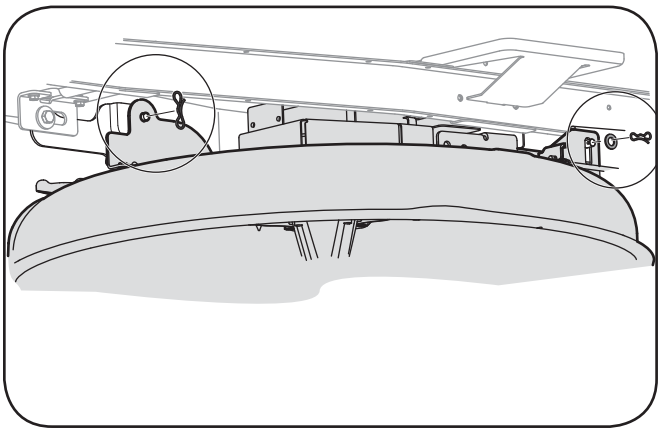

Figure 7-3
5. Enlevez les goupilles papillon qui maintiennent le plateau de coupe sur le tracteur, comme à la Figure 7-3.